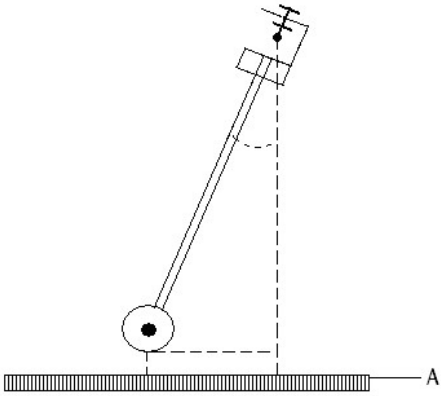

Fig. 1 Kalibrierung der Ausgangsspannung,
- Mit Hilfe eines Maßstabs Auslenkwinkel geometrisch bestimmen (siehe Fig. 1) und der entsprechenden Ausgangsspannung zuordnen.